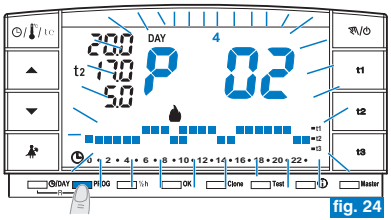

fig. 24
- Pulsar la tecla **PROG:** aparecerá sobre la pantalla el programa utilizado y el desplazamiento de la configuración de cada día (o grupo de días en el programa P01 todavía sin modificar) se producirá de modo automático (fig. 24).